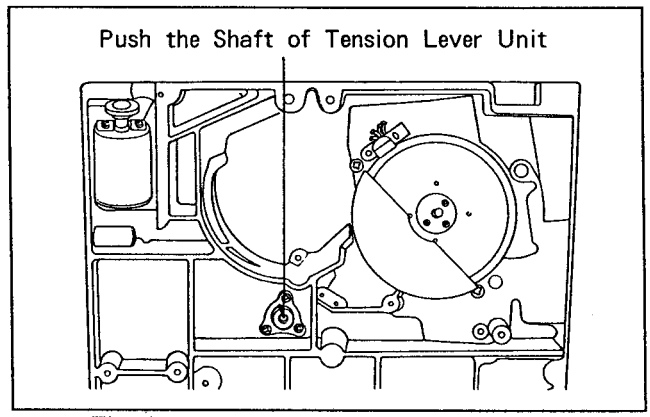

Fig. 6-15-3 Tension Arm Unit Installation
After insert the Tension Arm Unit, pushing hold the shaft (C) from bottom side of the mech. In this case, remove the bottom plate and L P.C.Boards. Chassis shown in figure 6-15-3.